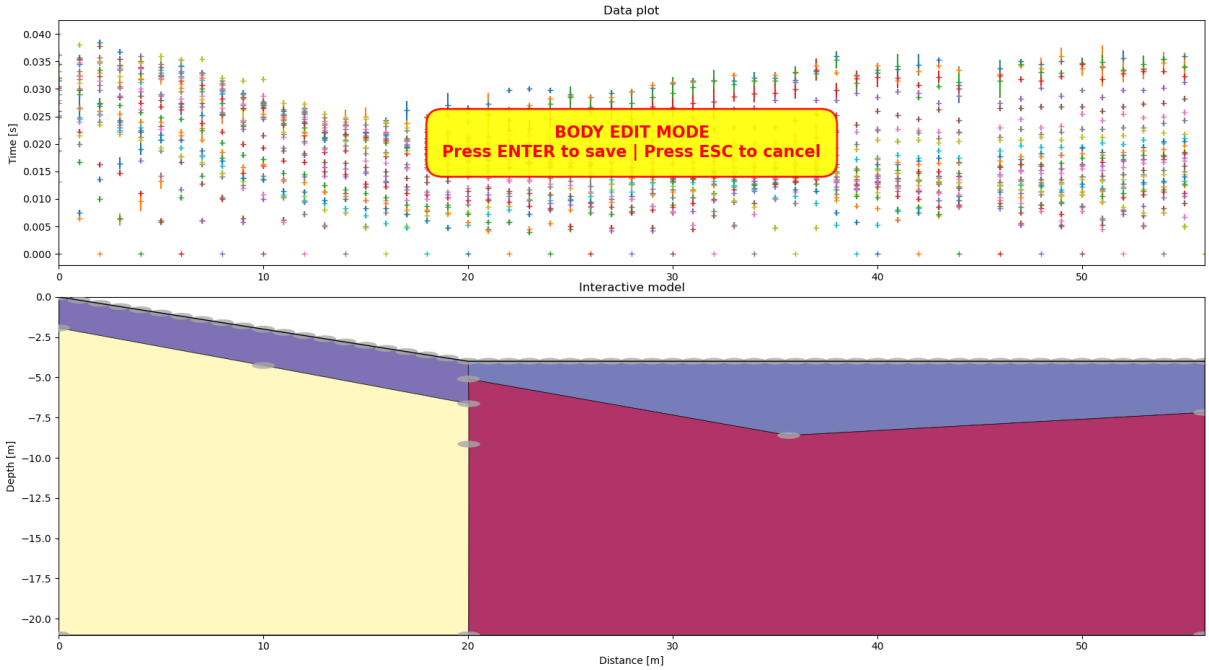

Fig. A3: Model after joining the new triangular body with the red one.
2) Make a right click into the red body followed by a click into the new triangular body. Both bodies will be joined and, since the first click was located inside the red body, the combined body has the properties of the red body (Fig. A3).